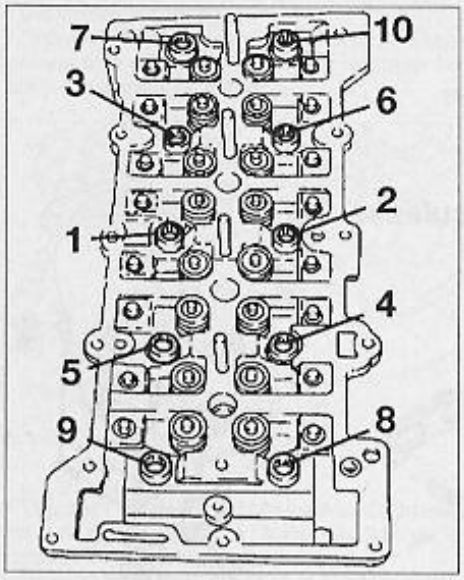

FIG. 42
- Desserrer, en plusieurs passes et dans l'ordre inverse de l'illustration, les vis de culasse (**Fig.42**).
• Mettre en place la culasse sur le bloc-cylindres puis serrer dans l'ordre les vis au couple prescrit **(Fig.42)** :